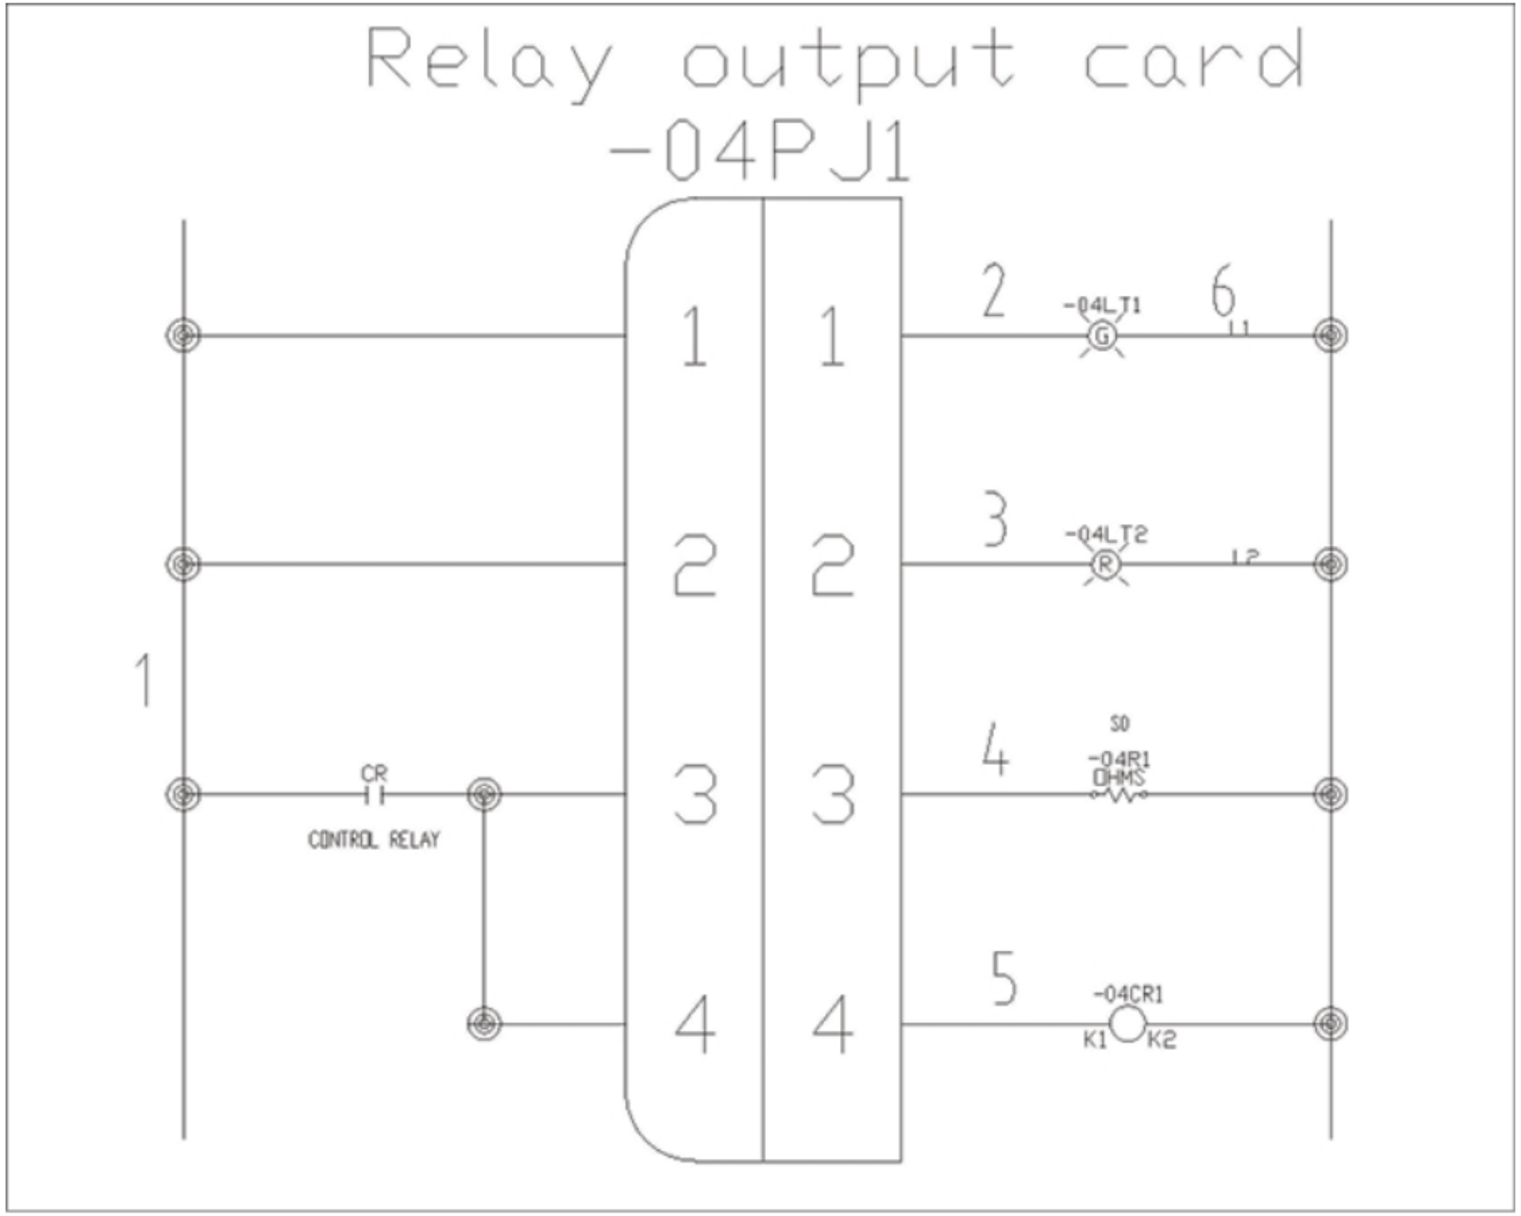

Figure-47. Practical 2
- Click on the **Drawing-Wide** button from the dialog box to assign the wire numbers to all the wires in the current drawing. The schematic after assigning the wire numbers will be displayed as shown in Figure-47.